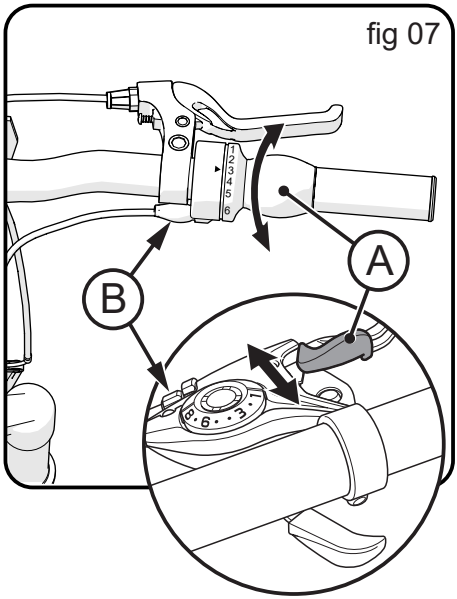

fig 07
- Senza girare i pedali, ruotare il manettino destro (A) di uno scatto all'indietro o premere con il pollice la leva di uno scatto (**fig 07**).
- Girare il bariletto di regolazione (B) VERSO L'ESTERNO quanto necessario per far sì che la catena passi esattamente sul secondo pignone e non sfreghi, salti o ritardi.